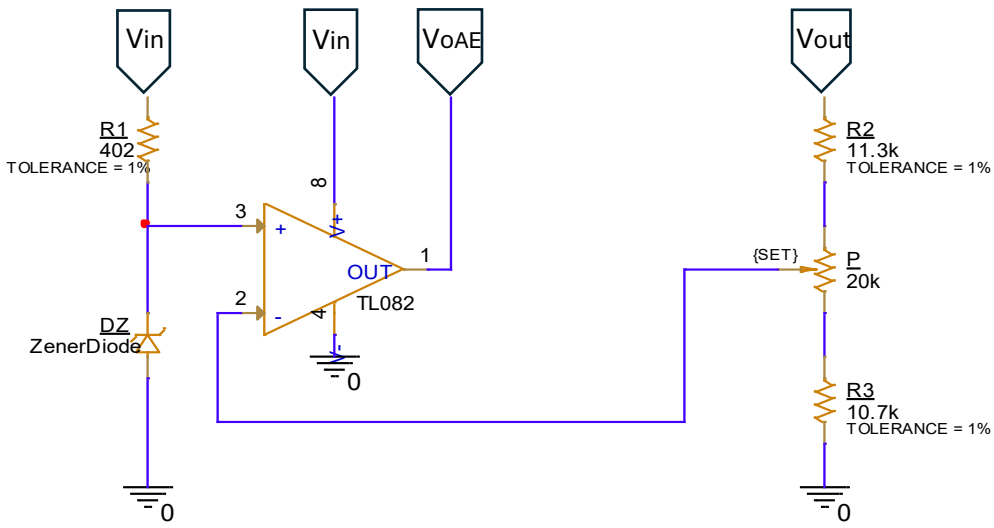

Figure 7. Error amplifier
The TL082 error amplifier in Figure 7 is essential for our circuit because it allows us to connect the voltage reference connected to the non-inverting terminal to the feedback circuit connected to the inverting terminal. We used this operational amplifier because it can handle a supply voltage of 25V. Due to the negative feedback, it will result that v+ = v- (2).
Thanks to the potentiometer in the feedback circuit, we will be able to divide the output voltage V_out in the established range, depending on the position of the cursor α (named SET on the circuit) of the potentiometer P (figure 7). From relation (3) it can be seen that the value of the output voltage depends both on the position of the potentiometer cursor and the reference voltage.